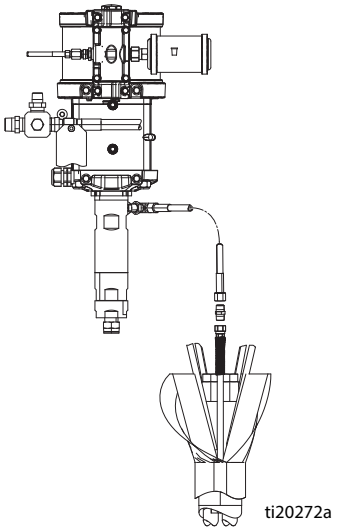

**RYS. 20: Podłączenie pompy płukania**
2. Podłączyć krótki fioletowy wąż do płukania wychodzący z pompy do przepłukiwania rozpuszczalnikiem do węża z gwintem męskim 1/4 npsm w wiązce. Połączyć węże za pomocą złączki wkrętnej 1/4 cala dołączonej do wiązki węży. Patrz RYS. 20.